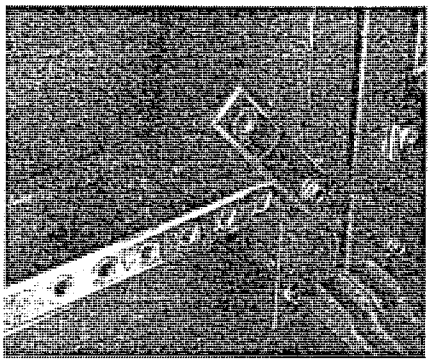

Figure 17: Rotating ground splice bar
2. Rotate the ground splice bar into section *R*, aligning the mounting holes (figure 17).